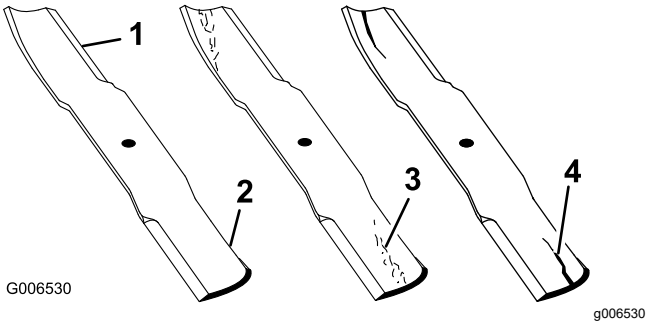

**Figur 102**
1. Efterse skærekanterne (Figur 102).
4. Hvis skæreknivene er beskadiget eller slidt, eller hvis der er antydning af en revne i dette område, skal der straks monteres nye skæreknive (Figur 102).